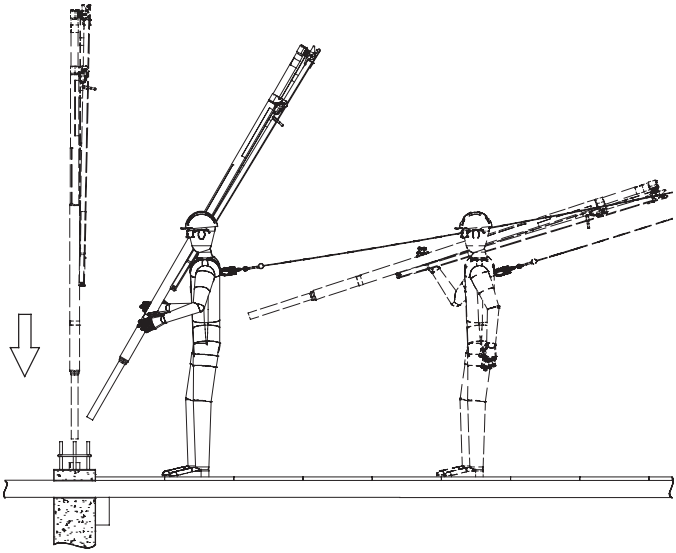

Figura 25. *Spostamento di SkyReach Anchor a mano*
1. Rimuovere il tappo in plastica dal tubo gettato in opera. Trasportare SkyReach Anchor nella sua posizione piegata alla relativa posizione sulla colonna. Utilizzare la spalla per un trasferimento più facile, vedere Figura 25. Abbassare l'ancoraggio e inserirlo nel tubo. Assicurarsi che SkyReach Anchor sia completamente inserito.